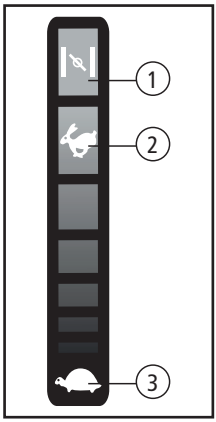

Fig. 14
- Empurre a alavanca do acelerador/afogador para frente para aumentar a velocidade do motor. O equipamento é projetado para operar com acelerador/afogador na posição rápida (2), [Fig. 14], quando se está dirigindo e a bandeja de corte estiver conectada.
- Empurre a alavanca do acelerador/afogador para trás para reduzir a velocidade do motor (3), [Fig. 14].
- Quando ligar o motor, empurre a alavanca para frente na posição afogador (1), Fig. 14.
- Após o motor estar acionado e aquecido, mova a alavanca para atrás até sentir que passou da posição do afogador (2), [Fig. 14].
- Mova o acelerador/afogador para a posição afogador (1), [Fig. 14, Pág.14]. Se o motor estiver aquecido, pode não ser necessário ativar a posição afogador (1).
- Mova o acelerador/afogador para a posição devagar (3), [Fig. 14, Pág. 14], e deixe o motor funcionando em marcha lenta por alguns minutos.